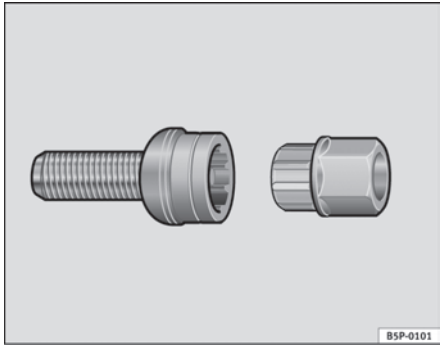

Fig. 152 Theft inhibiting wheel bolts
– Insert the adapter onto the wheel bolt and push it on as far as it will go ⇒ fig. 152.